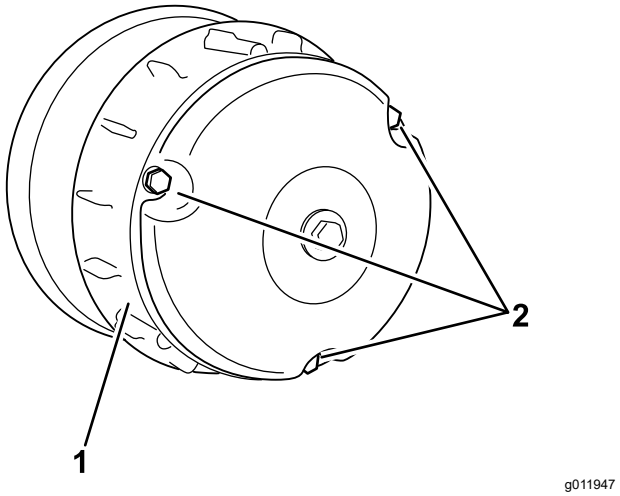

Figur 60
2. Lossa de tre skruvarna som fäster kåpan på kopplingen och ta bort kåpan (Figur 60).
4. Montera kopplingskåpan och fäst den med de tre skruvarna (Figur 60) som avlägsnades i 2.